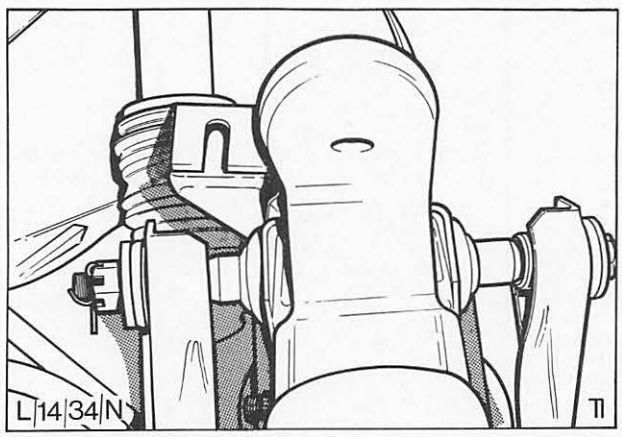

Abb. 16 Schraube durch oberen Dreieckslenker
11. Oberen Dreieckslenker entsplinten, Schraube und zwei Unterlegscheiben entfernen und Dreieckslenker abnehmen, Abb. 16.